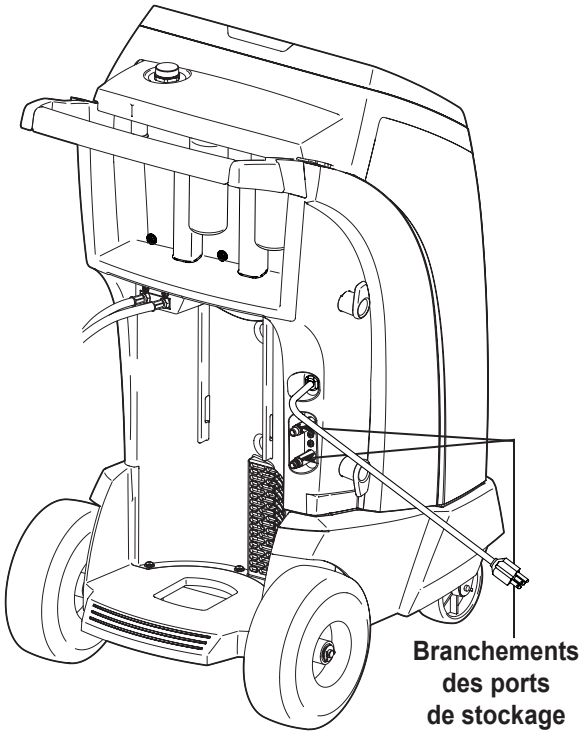

Figure 3
2. Raccordez les tuyaux de service aux branchements des ports de stockage de la machine comme illustré sur Figure 3.